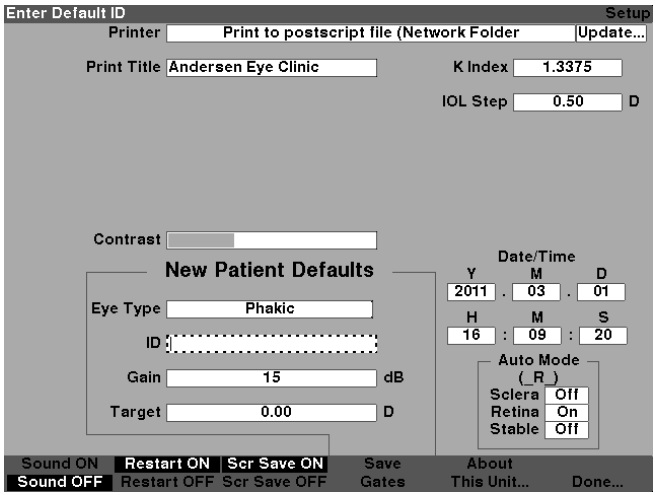

Figure 5-46 Default ID Field Activated
2. Press the knob or the √ button, to activate the field, indicated by the dashed border as shown in figure 5-46.